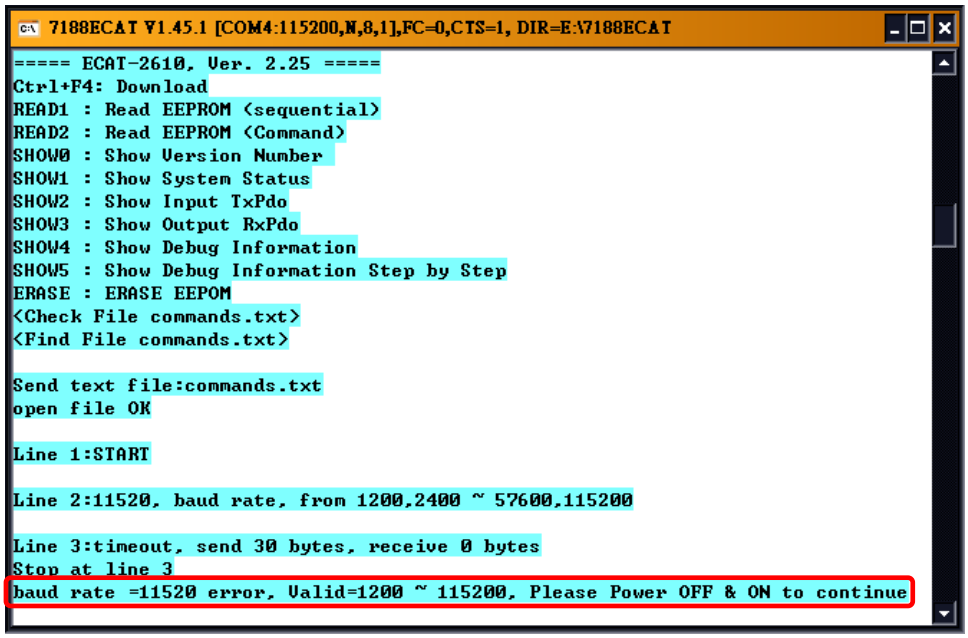

Figure A3-16
1. If there are any errors in the configuration data (commands.txt), the ECAT-2610 module will stop and wait until you reboot it (i.e., switch the power OFF and ON) before continuing, as illustrated in Figure A3-16.